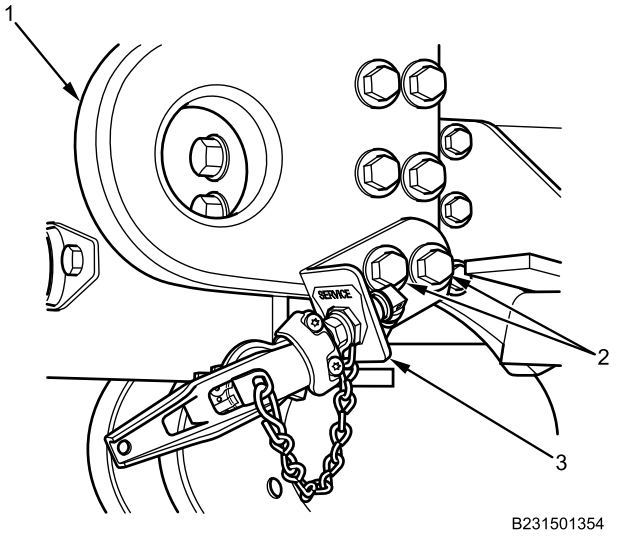

Figure 1. Side View of Right Rear Towing Eye.
1. Remove four bolts (Figure 1, Item 2) and nuts from gladhands (Figure 1, Item 3).
2. Remove gladhands (Figure 1, Item 3) from towing eyes (Figure 1, Item 1).